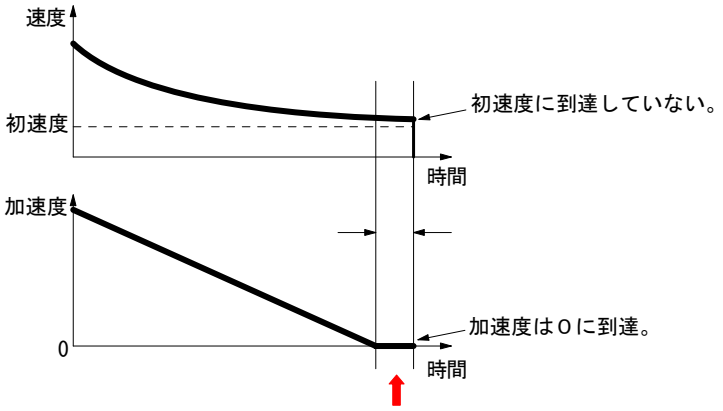

図２ ドライブ終了間際の速度と加速度
① ドライブ終了間際に減速停止命令(26h)を発行したとき。
② ハードウェアリミット（nLMTP/M 信号）の停止モードを減速停止に設定し(WR2/D2=1)、ドライブを開始させ、ドライブ終了間際に進行方向のリミットがアクティブになったとき。
③ ソフトウェアリミットを有効にし(WR2/D0,1=1)、ドライブを開始させ、ドライブ終了間際に進行方向のソフトウェアリミットがアクティブになったとき。
④ nSTOP(2～0)信号を有効にし(WR1/D5,3,1)、定量パルスドライブを開始させ、ドライブ終了間際にこれらの信号がアクティブになったとき。
S字加減速の定量パルスドライブは、ドライブが終了する時、すなわち出力パルスを出し終えるときに、現在速度が初速度に到達するように、また現在加速度が０に到達するようにしています。しかしながら演算精度の問題からすべてのパラメータの組み合わせにおいて、速度＝初速度、加速度＝０にすることができません。この不具合現象は、図２に示すように現在速度が初速度に到達していないで加速度が０の到達してしまった時に、たまたま上記の①から④のいずれかの減速停止要因が働くと発生します。